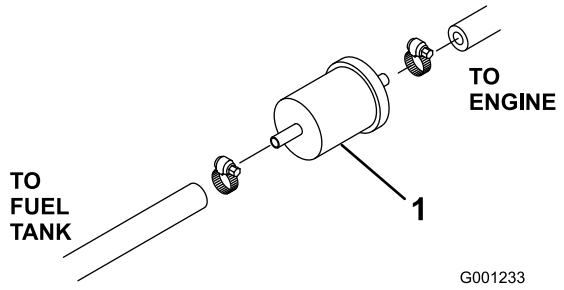

Figure 51
1. Serrez l'extrémité des deux conduites d'alimentation raccordées au filtre, et situé entre le réservoir de carburant et la pompe à carburant, pour que le carburant ne s'écoule pas quand vous débranchez les conduites (Figure 51).